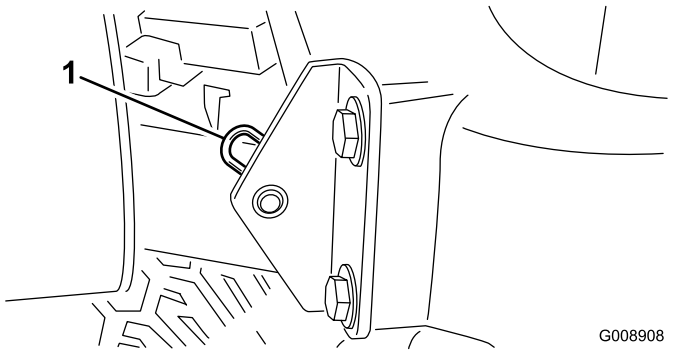

**Figur 49**
2. Fjern låseclipsen, der fastgør motorhjelmens drejetap til monteringskonsollerne (Figur 49).